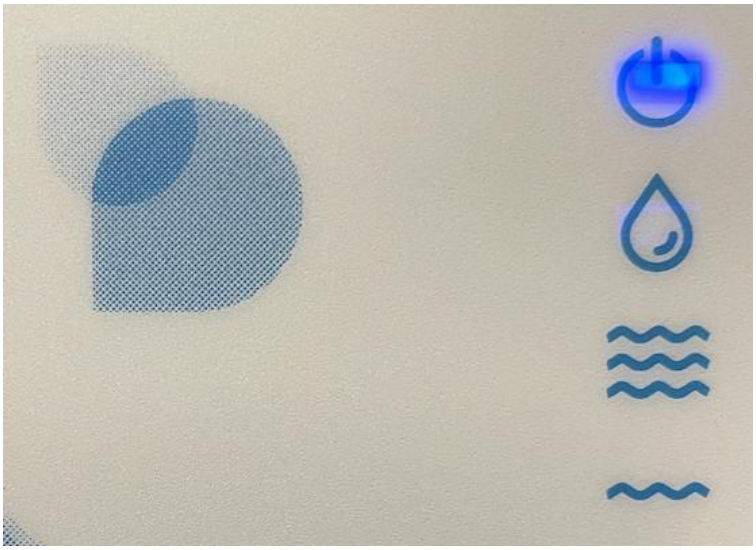

Figure 1 – État activé Niveau normal
i. **Niveau Normal** – le niveau est considéré comme normal lorsque l'eau se trouve au-dessus du niveau minimum (c'est-à-dire que les sondes MIN et NORMAL sont dans l'eau) et en dessous du niveau maximum (c'est-à-dire que les sondes MAX et NHIGH sont hors de l'eau). Dans cette situation, l'équipement ne fait rien et seul le voyant « ON » s'allume (figure 1).